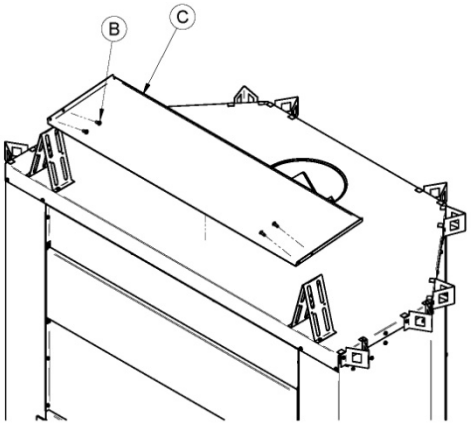

**Figure 6**
3. Tel qu'illustré aux **Figure 6 et 7**, positionnez l'écran thermique © entre les cales d'espacement déjà installé avec les replis vers le haut. Alignez les trous de l'écran thermique à ceux des cales d'espacement de gauche et de droite et sécurisez avec les 4 vis **(B)**.